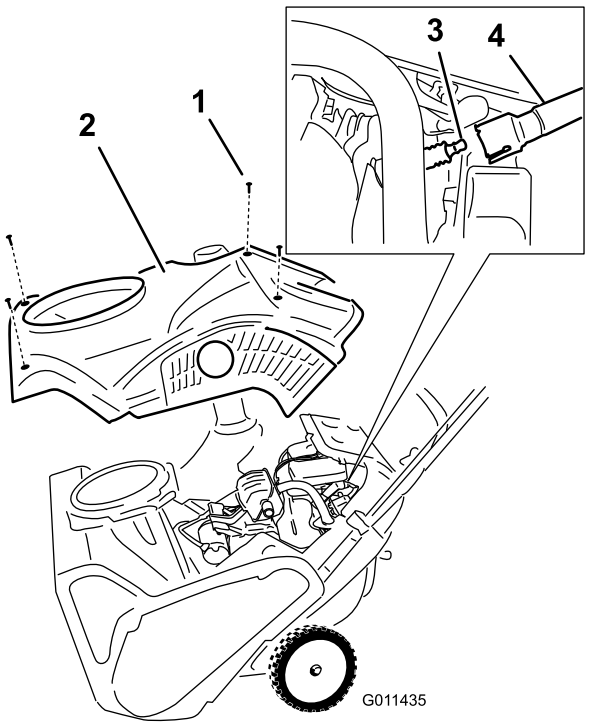

图34
4. 拆下固定保护罩的 4 个螺钉 (图34)。
1. 螺钉 (4)
6. 拆下保护罩 (图34)。